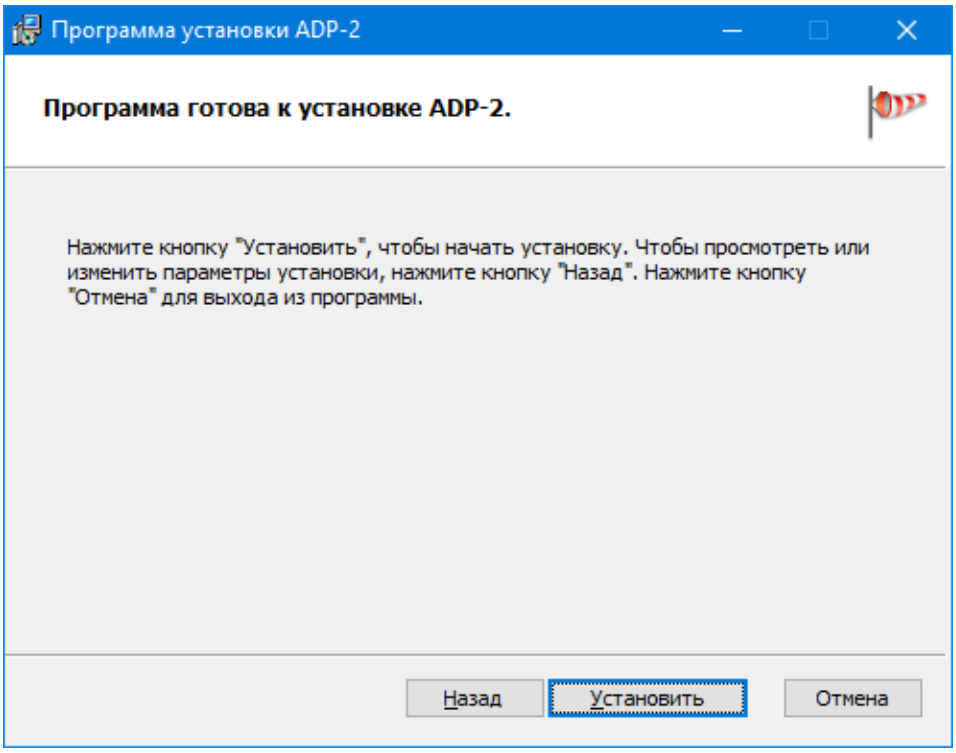

Рис. 2.5 – Подтверждение указанных настроек установки программы
4. Подтверждение указанных настроек (рис. 2.5). При необходимости можно вернуться на предыдущие этапы и изменить настройки установки.